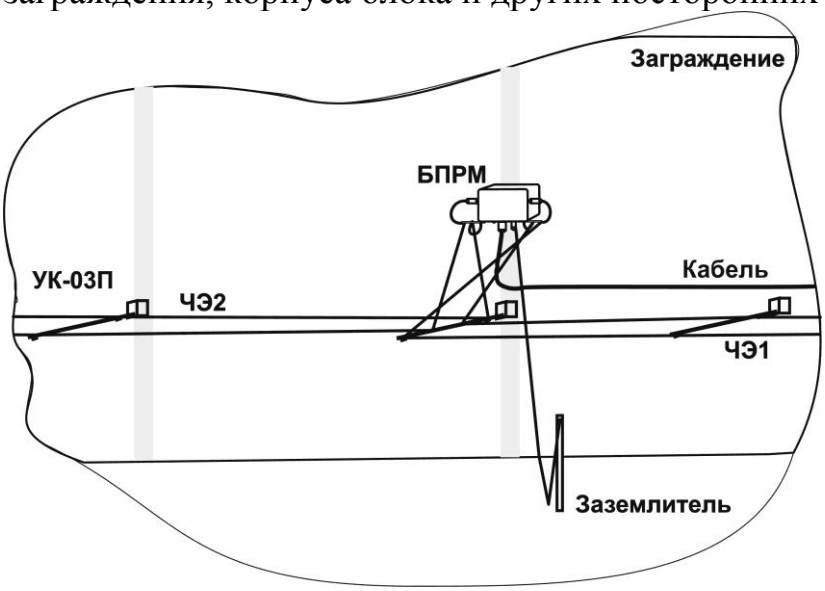

Рис. 10.28
10.3.7 БПРМ установить на заграждение в соответствии с рис.10.28. Необходимо обеспечить, чтобы провода ВП и НП не касались друг друга, элементов конструкции заграждения, корпуса блока и других посторонних предметов при порывах ветра.